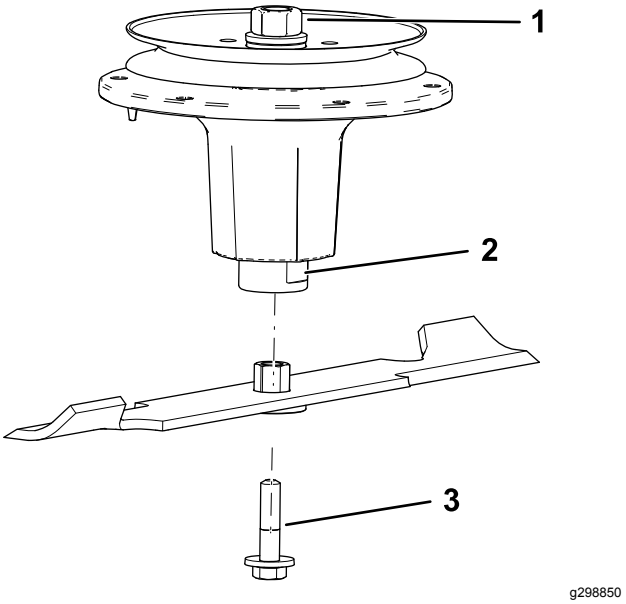

Figuur 111
2. Monteer de lagerbus en het mes in de spilas (Figuur 111).